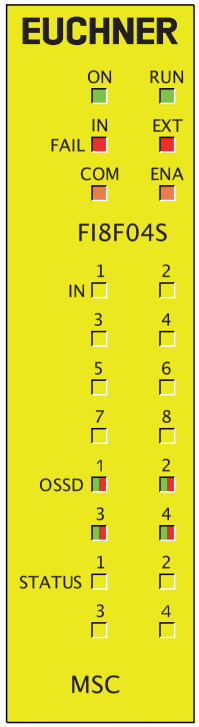

Bild 16:
8.3.4. Modul FI8F04S *(Bild 16)*